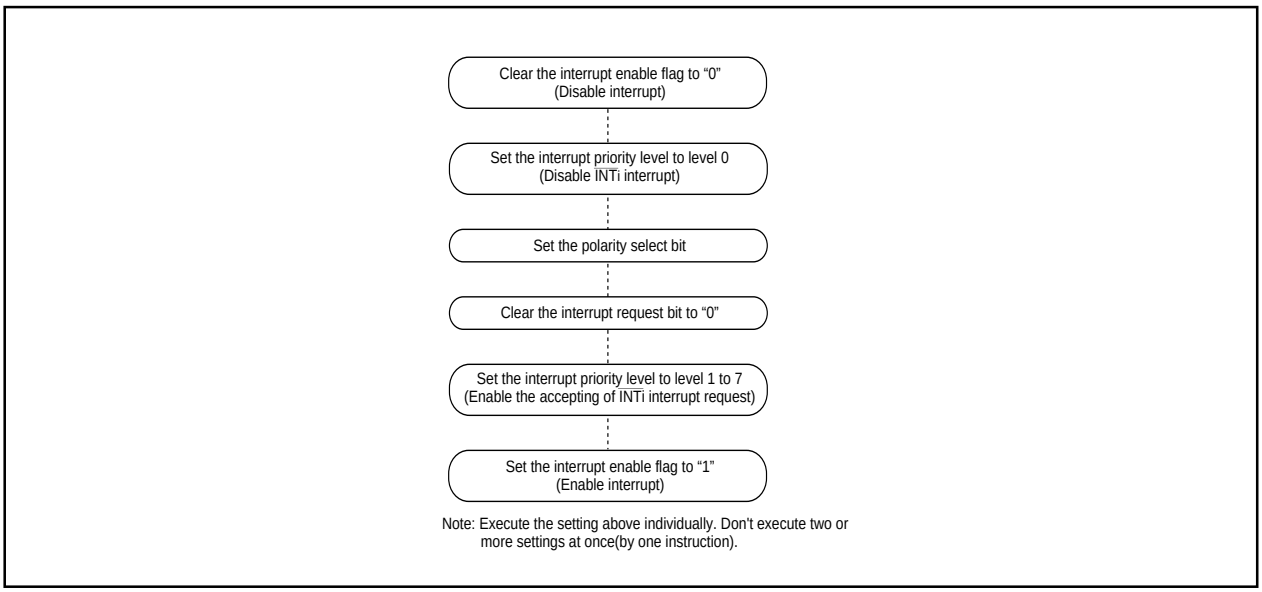

Figure 1.11.13. Switching condition of $\overline{\text{INT}}$ interrupt request
(3) The $\overline{\text{NMI}}$ interrupt
(4) External interrupt
- When the polarity of the $\overline{\text{INT}_0}$ to $\overline{\text{INT}_5}$ pins is changed, the interrupt request bit is sometimes set to "1". After changing the polarity, set the interrupt request bit to "0". Figure 1.11.13 shows the procedure for changing the $\overline{\text{INT}}$ interrupt generate factor.